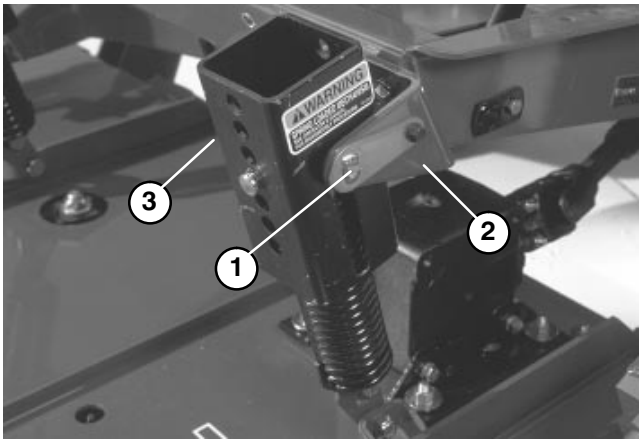

Figure 23
2. Disconnect counterbalance from traction unit, remove lock pins from brackets, separate spring tension assemblies from brackets and lay them down on the deck. Loosely secure lock pins to brackets to prevent losing them (Fig. 23).
3. Lower cutting unit, remove (4) pins from height−of−cut brackets (Fig. 23).